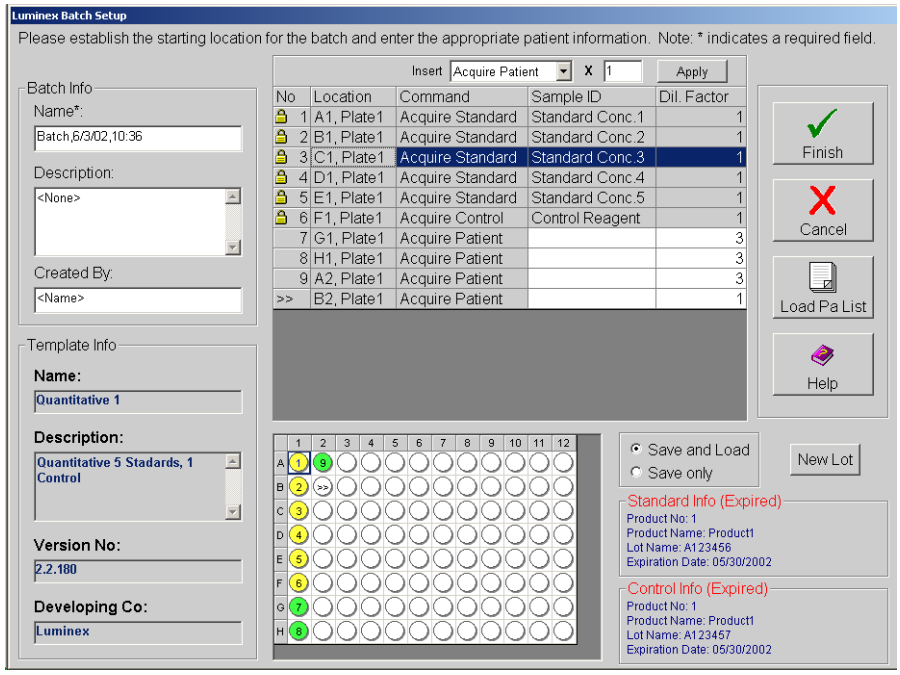

Figure 5-34. Luminex Batch Setup for Dilution
2. Select the desired template and click **Select**. The **Luminex Batch Setup** dialog box opens. See Figure 5-34.